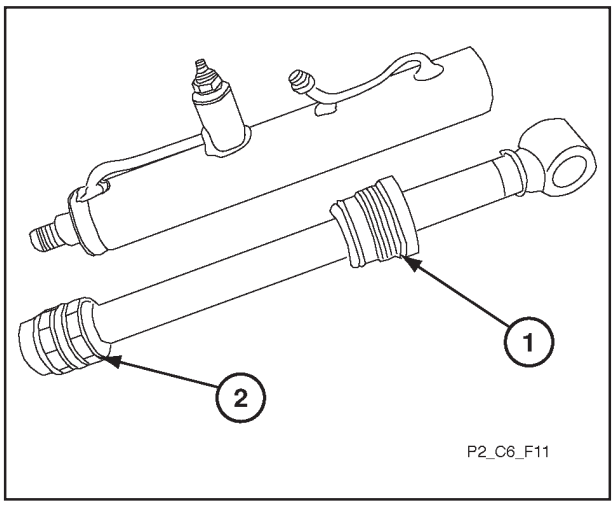

**FIGURE 33. TYPICAL CYLINDER COMPONENTS**
- The forklift cylinders are all of similar double acting design, the piston and gland sealing arrangements vary between cylinders. Typical cylinder components are illustrated in figures 33 and 34.